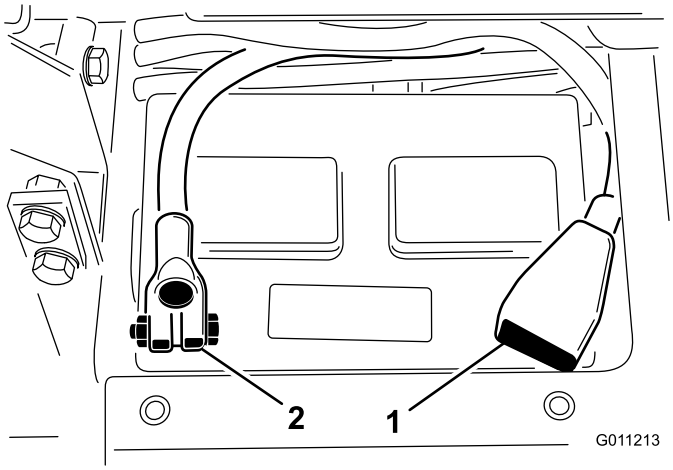

Figuur 5
8. Bevestig de pluskabel (rood) aan de klem van pluspool (+) van de accu en de minkabel (zwart) aan de klem van minpool (-) van de accu met behulp van de bouten en moeren (Figuur 5). Zorg ervoor dat de accuklem helemaal op de pluspool zit en de kabel goed op de accu is geplaatst. De kabel mag geen contact maken met het accudeksel.